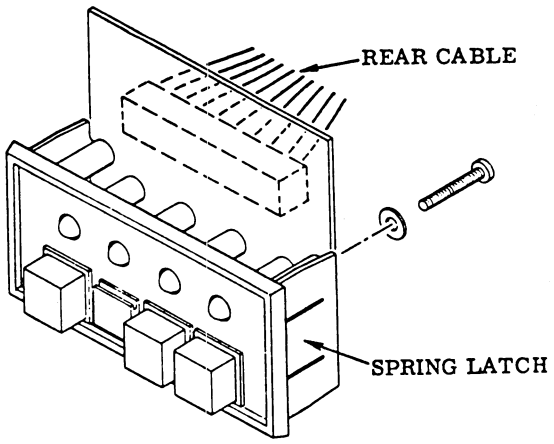

Figure 6J-18. Control Panel Assembly
5. Locate the printed circuit board to be replaced. See figure 6J-19.